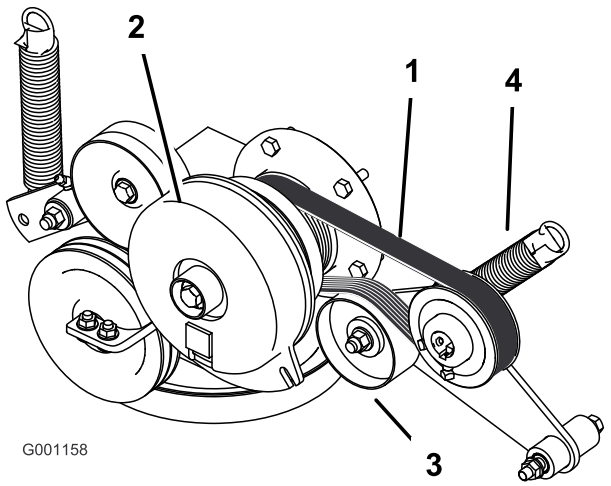

Figur 59
3. Tag fjederen af styrearmen (Figur 59).
4. Monter den nye rem omkring motorens og hydropumpens remskiver (Figur 59).
6. Monter fjederen på styrearmen (Figur 59).